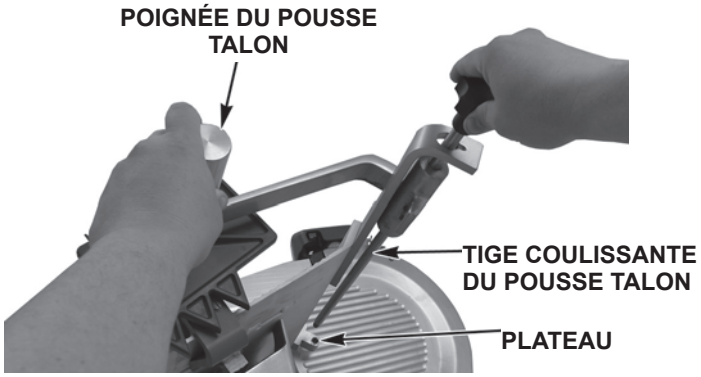

Fig. 27
- Installez le pousse talon (Fig. 27) sur le plateau en glissant la tige coulissante dans la poignée du pousse talon et sur le plateau.